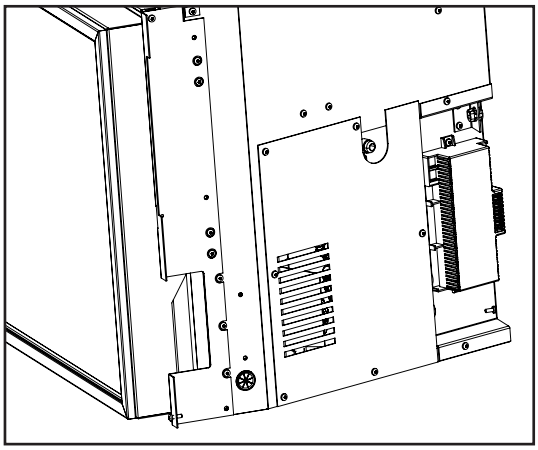

Figure 36: Gas connection location
• A ⅜" 45° flared fitting and flex connector are supplied with the unit (see Figures 36 and 37). Consult the local authorities for local codes or use the CAN/CGA B149 (1 or 2) installation code in Canada. In the US, gas installations follow either local codes or the current edition of the National Fuel Gas Code ANSI Z223.1.